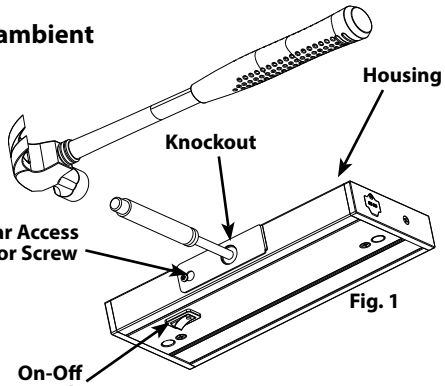

Fig. 1
A) Rear access door knockout (Fig. 1).